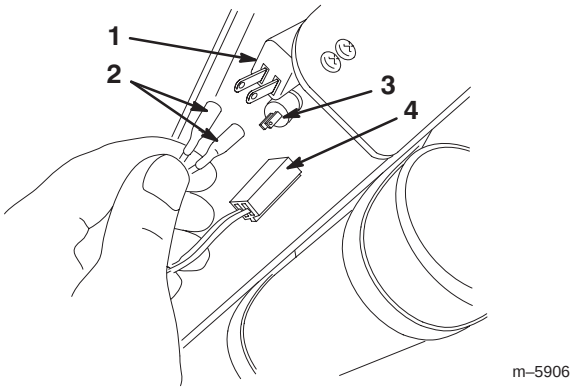

Figure 4
6. Connect the right-angled insulated terminals to the switch (Fig. 4).
7. Connect the terminal to the key switch (Fig. 4).